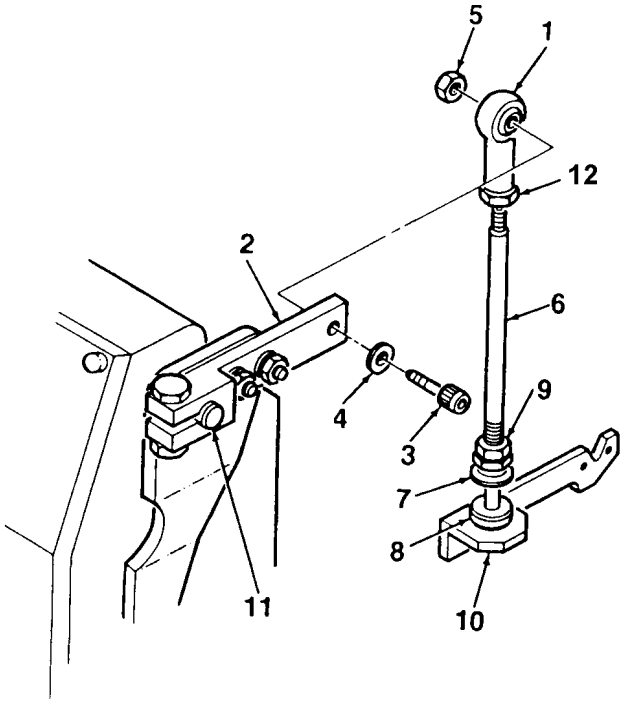

Figure 4-49. Governor Actuator Adjustment
1. Disconnect ball joint (1, Figure 4-49) on engine linkage from lever (2) on governor actuator by removing screw (3), lockwasher (4), and locknut (5).
2. Loosen locknut (12). Screw linkage rod (6) all the way into the ball joint (1), then back out 1/8 inch. The length of the rod from the centerline of ball joint (1) to the bottom of spherical nut (7) shall be 5 3/8 inches, minimum.
3. Connect ball joint (1) to lever (2) using screw (3), washer (4), and locknut (5). Ensure that the linkage and lever are in the same plane (vertical when viewed from control box end of generator set).
4. Check that lever (2) reaches its stop just prior to engine fuel lever (10) reaching its stop. This is done by pulling lever (2) to the maximum fuel position. Make sure that there is clearance (approximately 1/16 inch) between spherical nut (7) and spherical washer (8). Adjust clearance by turning rod (6) in or out of ball joint (1). Secure using locknut (9). Tighten locknut (12).